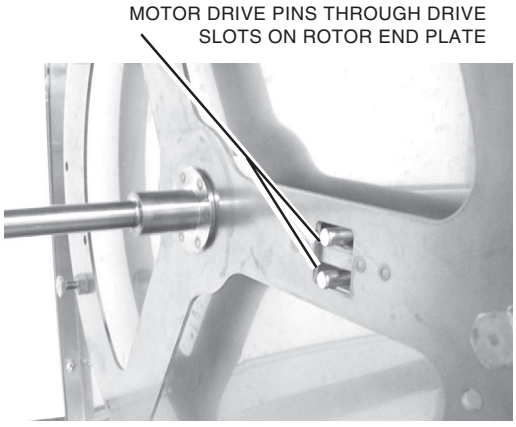

Fig. 6
STEP 6: Rotor is now in normal operating position (Fig. 6).